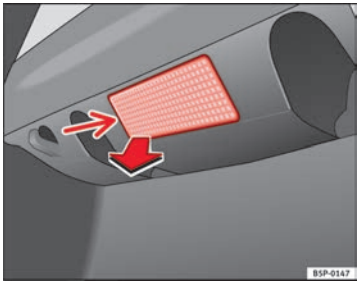

Fig. 190 Luggage compartment light
– Extract the bulb by pressing on its inside edge -arrow- using the flat side of a screwdriver ⇒ Fig. 190. ▶